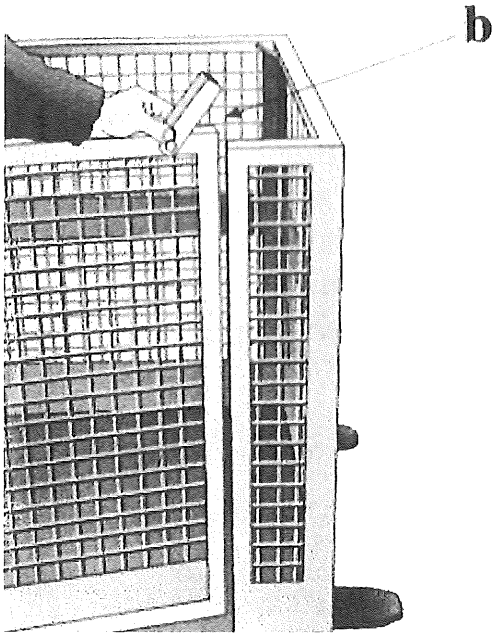

Figura 7 Il dispositivo di bloccaggio della portiera (b)
2. sollevare il dispositivo di blocco della portiera, aprire la portiera ed accedere alla piattaforma(figura 7);